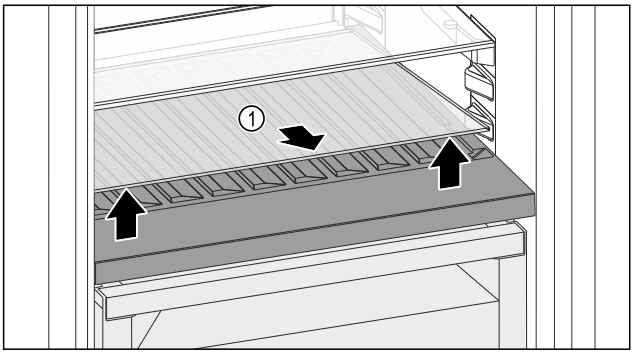

Fig. 209
▶ Ridicați în față și extrageți placa de sticlă *Fig. 209 (1)* din degajare.
▶ Păstrați placa de sticlă *Fig. 209 (1)* în siguranță în afara aparatului.